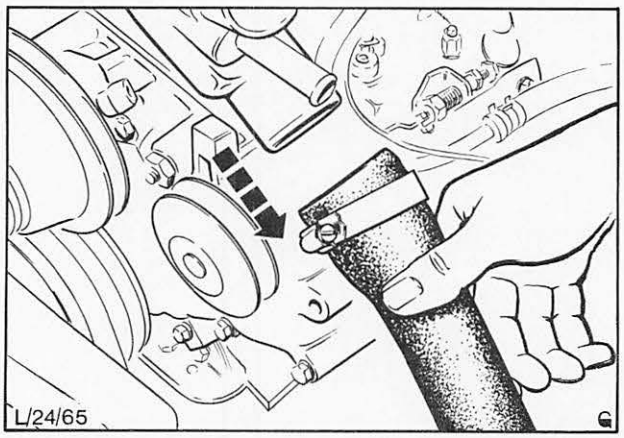

Abb. 33 Unteren Schlauch von Wasserpumpe lösen
7. Lüfterhaube vom Kühler abnehmen und auf die Lüfterkupplung legen. Kühler-Befestigungsschrauben (4) lösen und Kühler aus dem Fahrzeug heben.
8. Unteren Kühlerschlauch, Abb. 33, Heizungsschlauch und dünnen Schlauch von Wasserpumpe lösen.